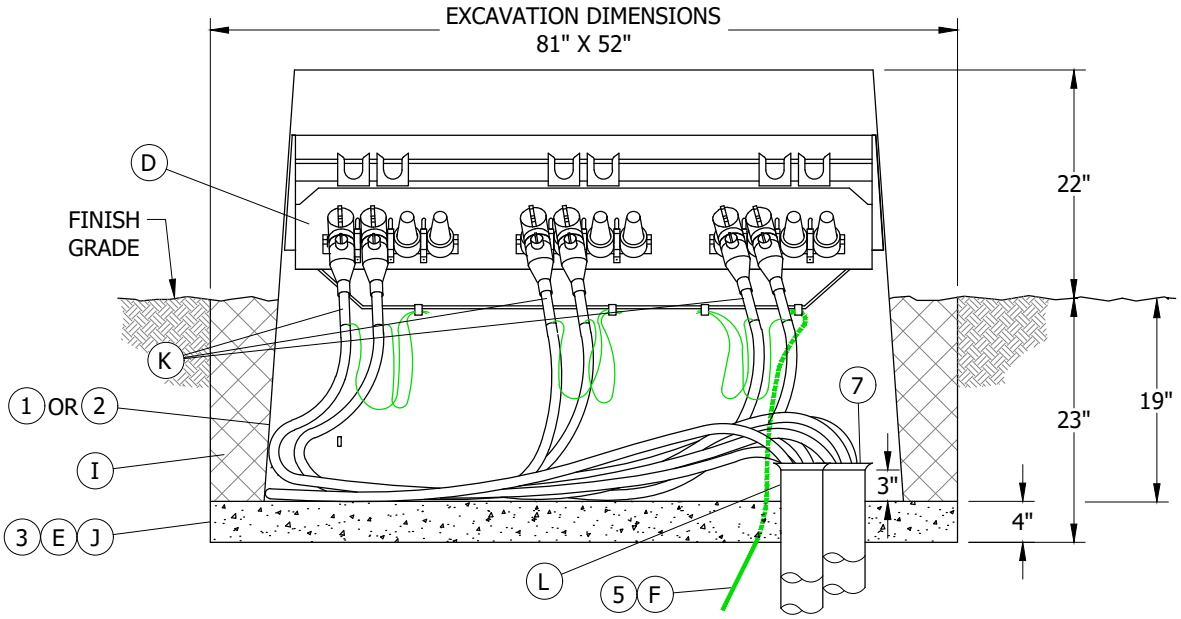

FIGURE 3
C. PLACE PRIMARY CONDUITS WITH PEDESTAL SHOWN IN FIGURE 3. TERMINATE PRIMARY CONDUITS THREE INCHES ABOVE GRAVEL BASE. DO NOT CUT INTO THE CURVE PORTION OF ELBOWS.